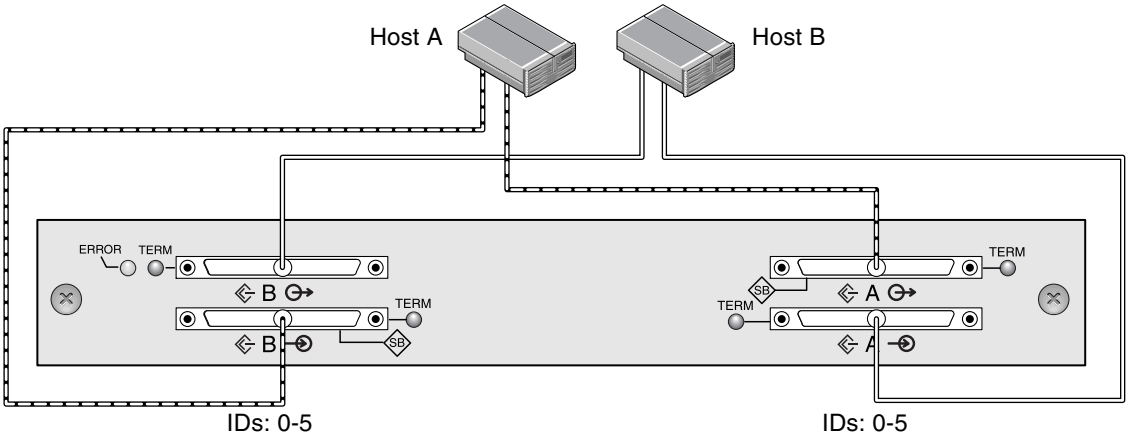

Figure B-4 Dual-Host, Split-Bus Multi-Initiator JBOD Configuration
Figure B-4 shows a multi-initiator, split-bus configuration where each host is connected to each host channel. This configuration is common for failover protection in a network cluster environment.
2. Connect each JBOD port to a host as shown in Figure B-4.